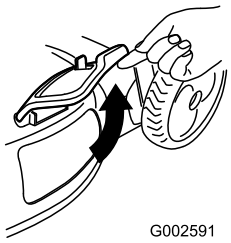

Figur 27
2. Løft sideudblæsningspladen for at åbne den (Figur 27).